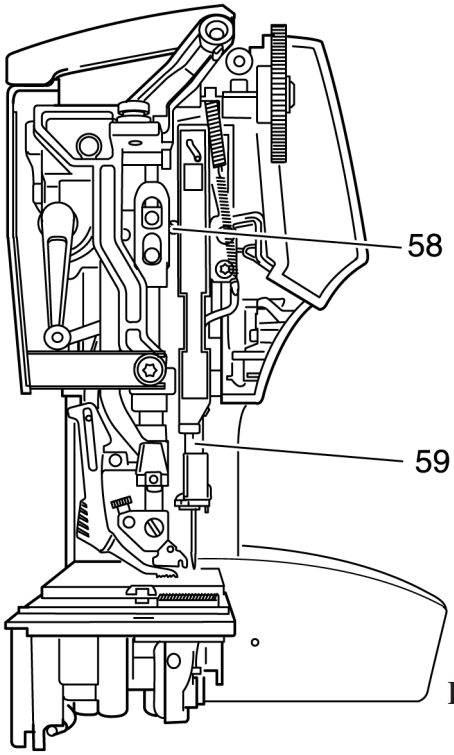

Рис. 40
- Слегка ослабьте винт 58 (рис. 40).